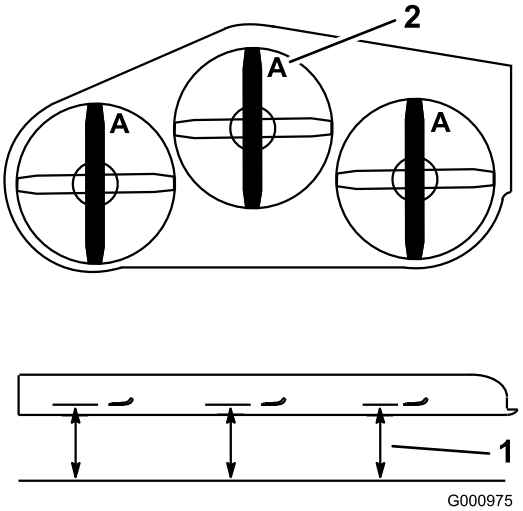

Figura 79
3. Girate le lame fino a disporle in parallelo con la lunghezza della macchina. Misurate da un piano orizzontale fino al tagliente delle lame (Figura 79), posizione **A**. Prendete nota di questa misura.